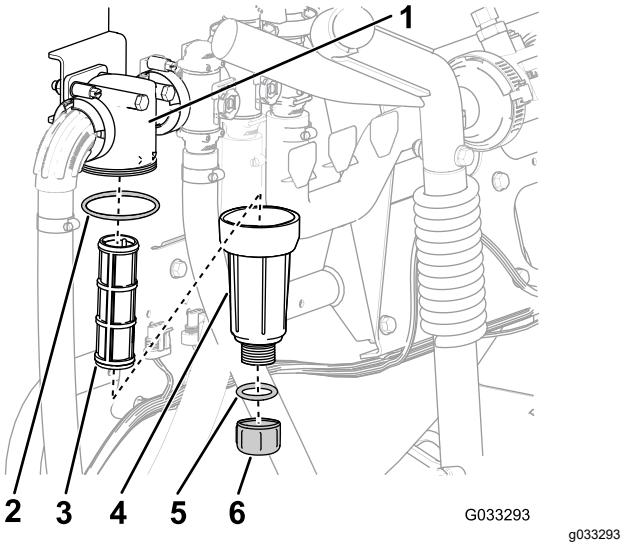

**Figura 61**
2. Posicione uma bandeja de drenagem embaixo do filtro de pressão (Figura 61).
3. Gire o bujão de drenagem no sentido anti-horário e remova-o do copo do filtro de pressão (Figura 61).
4. Gire o copo no sentido anti-horário e remova da cabeça do filtro (Figura 61).
5. Remova o elemento do filtro de pressão antigo (Figura 61).
6. Verifique o anel "O-ring" do bujão de drenagem (localizado dentro do copo) e o anel "O-ring" do copo (localizado dentro da cabeça do filtro) quanto a danos e desgaste (Figura 61).
7. Instale o novo elemento do filtro de pressão na cabeça do filtro (Figura 61).
8. Instale o copo na cabeça do filtro e aperte manualmente (Figura 61).
9. Instale o plugue no copo e aperte manualmente (Figura 61).